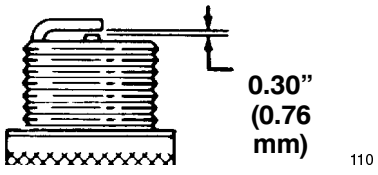

Figure 35
3. Set the air gap between the electrodes of the spark plug at 0.030 in. (0.76 mm) (Fig. 35).